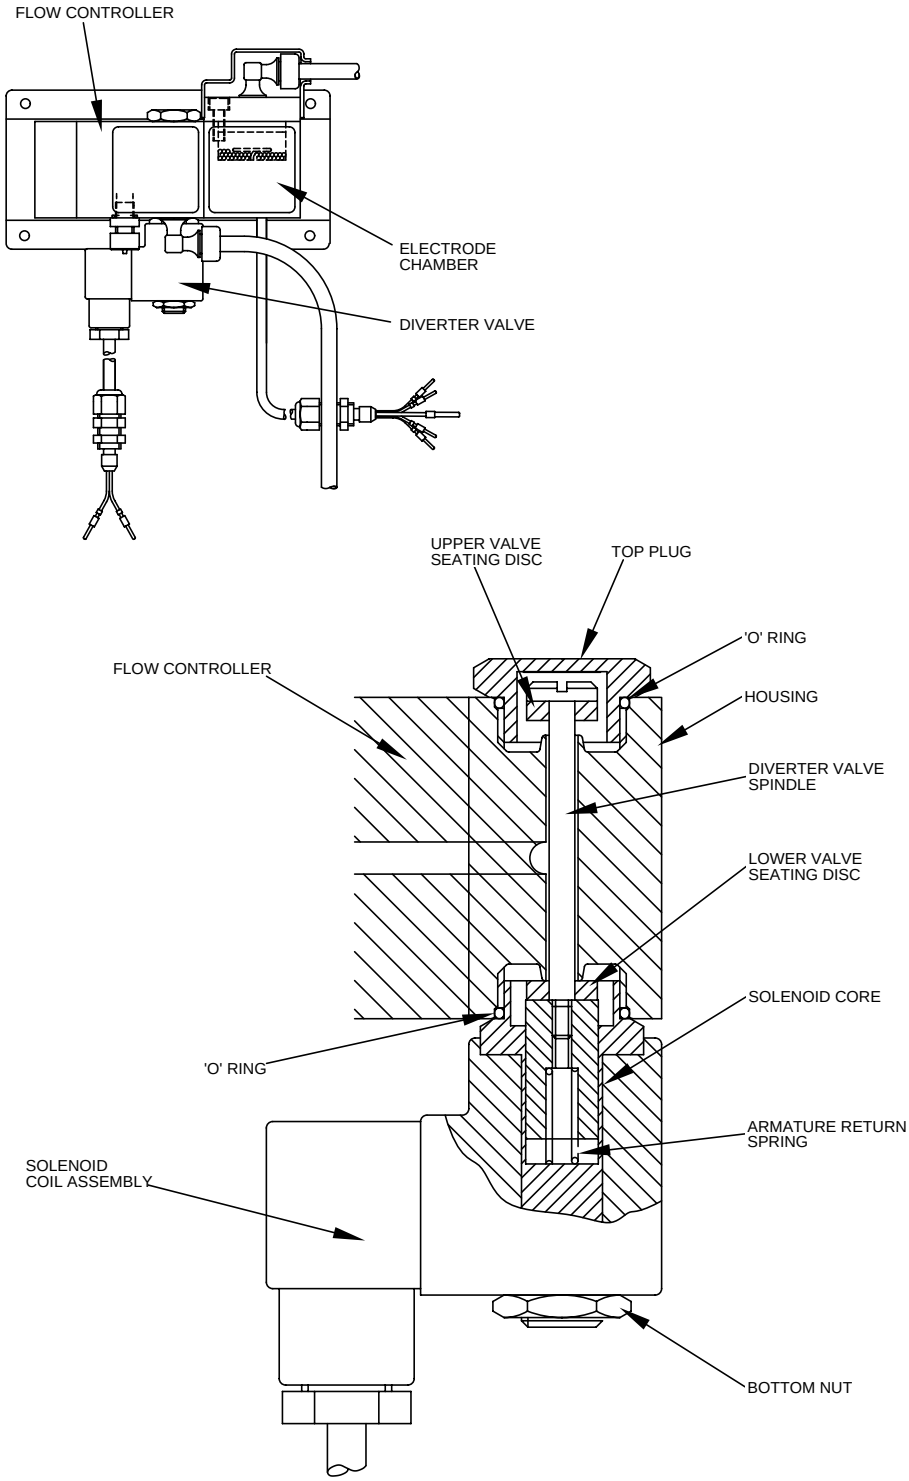

Fig. 5-3 Diverter Valve
2.4 Diverter Valve Refitting (Fig 5.3)